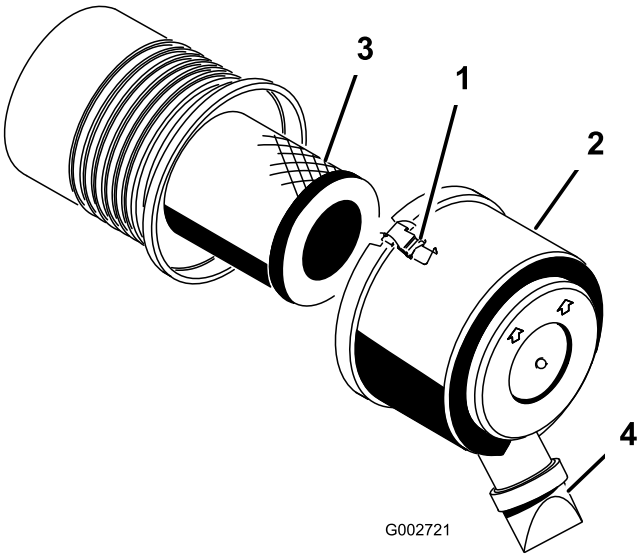

Figur 26
1. Lossa spärrhakarna som fäster luftrenarkåpan vid luftrenarhuset (Figur 26).